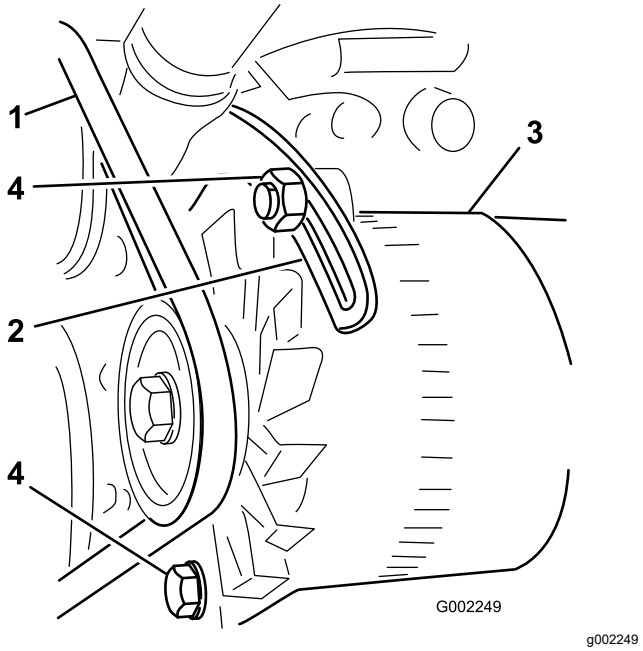

**Figur 106**
3. Lossa skruven på generatorns vridpunkt. Lossa bulten som fäster generatorn till det spårförsedda staget (Figur 106).